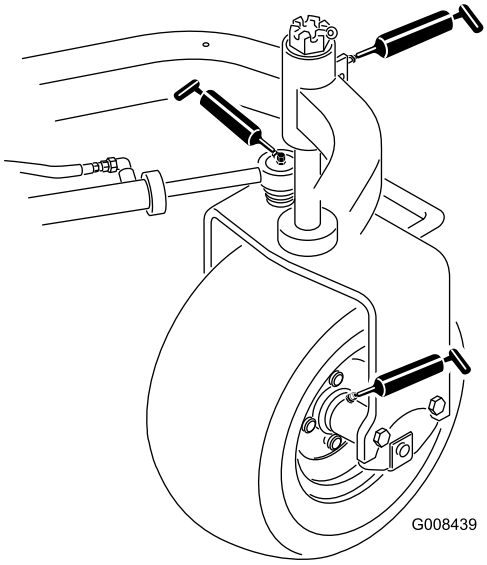

Figur 34
- Bageste hjulnav (1) (Figur 34)
- Styrehjulets leje (1) (Figur 34)
- Styretøjscylinderen (2) (Figur 34)